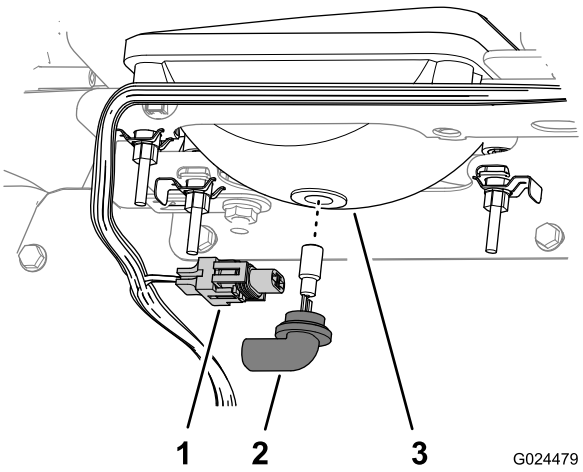

Figur 39
3. Koppla loss kablagets elektriska anslutning från lampans kontakt på baksidan av lamphuset (Figur 39).
4. Vrid lampenheten en kvarts varv motsols och dra den bakåt, ut ur lamphuset (Figur 39).
5. Sätt i den nya lampenheten och lamphuset och passa in flikarna på lampenheten efter skårorna i lamphuset (Figur 39).
6. Fäst lampenheten genom att vrida den ett kvarts varv medsols (Figur 39).
7. Anslut kablagets elektriska anslutning till den nya lampenhetens kontakt (Figur 39).